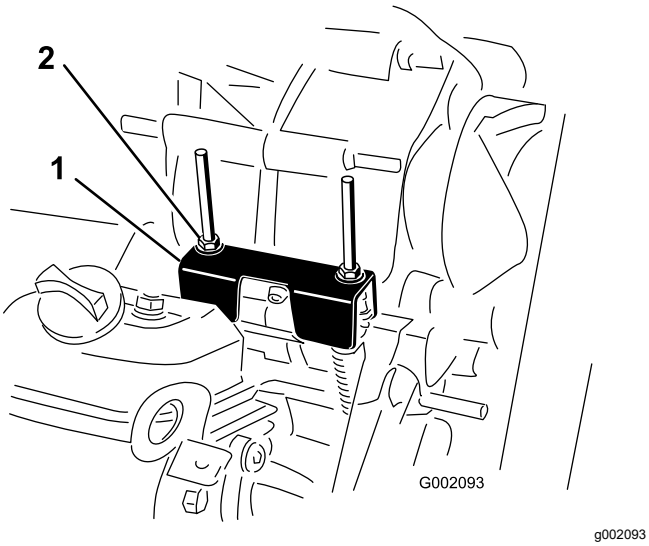

Figur 64
Når der udføres rutinemæssig vedligeholdelse og/eller motordiagnostik, skal transakslen sættes i NEUTRAL (Figur 64). Maskinen har en NEUTRAL position på skiftegrebet, som styrer den neutrale position i transakslen. Følgende skridt bør tages for at sikre, at det neutrale skiftegreb betjener den neutrale position i transakslen korrekt:
2. Sørg for, at den neutrale konsol er i positionen NEUTRAL (i niveau med kabelmonteringskonsollen under skiftkonsollen) ved at dreje den drevne kobling (Figur 64).
3. Drej en af låsemøtrikkerne (Figur 64) for at få en afstand på 0,762 til 1,524 mm mellem bunden af møtrikken/spændeskiven og den neutrale konsol.